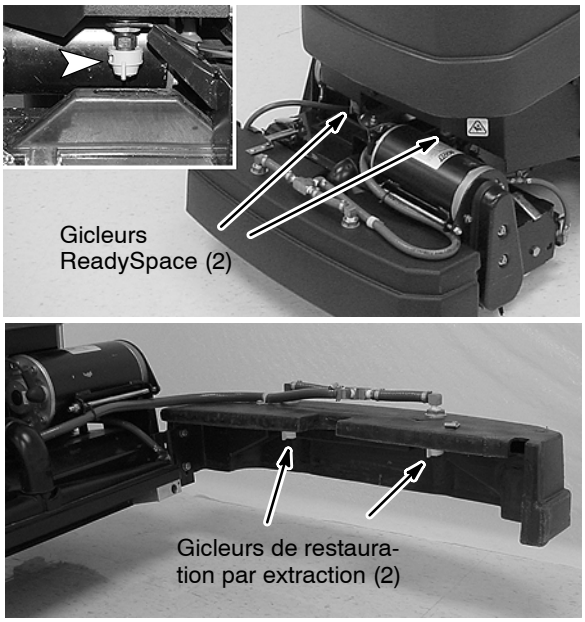

FIG. 35
6. Vérifiez si la forme de jet des gicleurs est correcte (Figure 35). Si la forme de jet est obstruée, nettoyez ou remplacez les gicleurs (Voir ENTRETIEN MENSUEL).